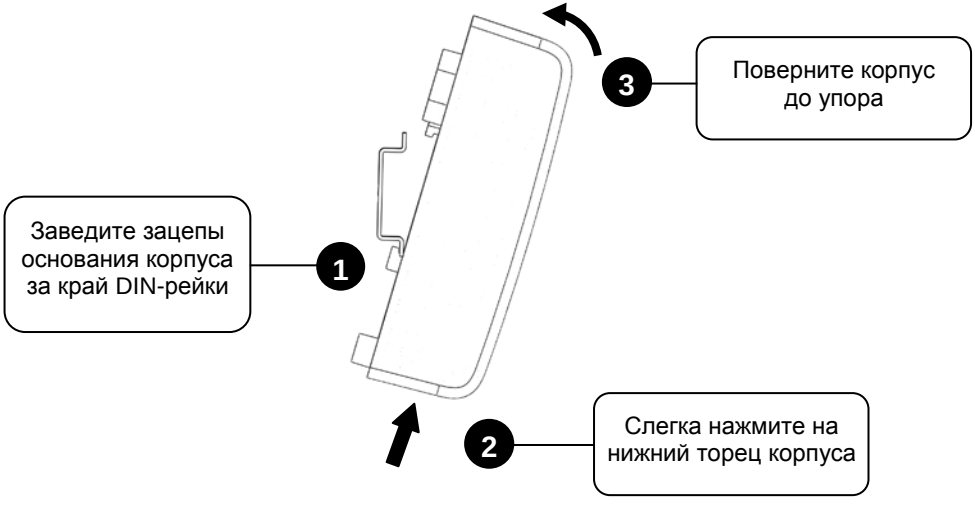

Рисунок 3. Крепление блока на DIN-рейку
3.3.2 Установите блок на DIN-рейку в порядке, указанном на рис. 3.